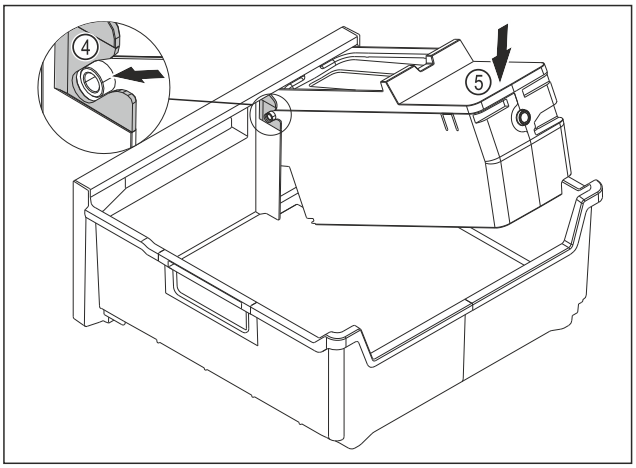

Fig. 149
- ▶ Monter hoveddelen til EasyTwist-Ice: Sett akselen til hoveddelen til EasyTwist-Ice inn i skinnene *Fig. 149 (4)*.
- ▶ Trykk hoveddelen til EasyTwist-Ice *Fig. 149 (5)* bakover.